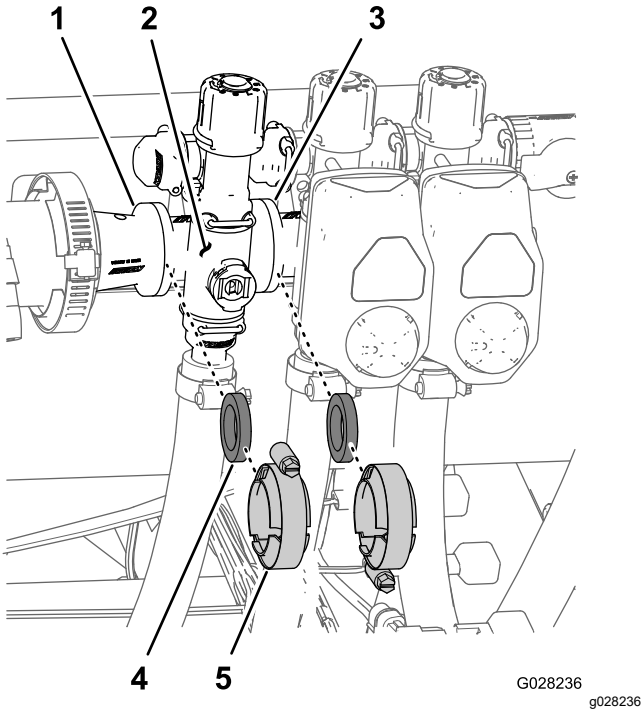

Figuur 73
1. Verwijder de klemmen en pakkingen waarmee de verdeler voor de spuitboomklep (Figuur 73) bevestigd is aan de aangrenzende spuitboomklep (indien linker spuitboomklep en verloopkoppeling).